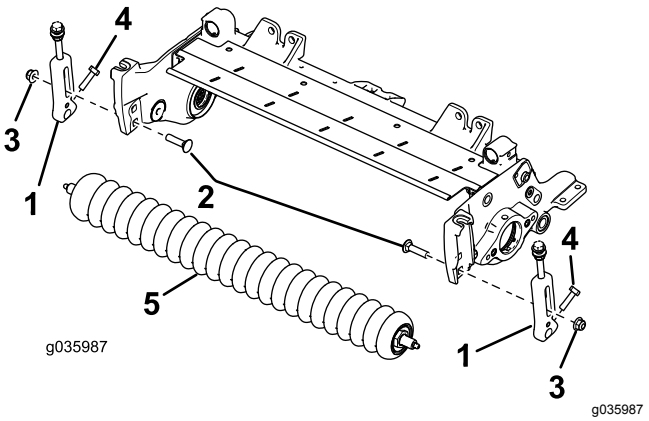

**Figur 5**
6. Ta bort vagnsskruvarna och låsmuttrarna som håller fast klipphöjdsfästena vid klippenhetens sidoplåtar (Figur 5).
7. Lossa de skruvar som håller fast klipphöjdsfästena vid den främre rullens axel (Figur 5).
8. Ta bort de monterade klipphöjdsfästena och den främre rullen från klippenhetens sidoplåtar (Figur 5).